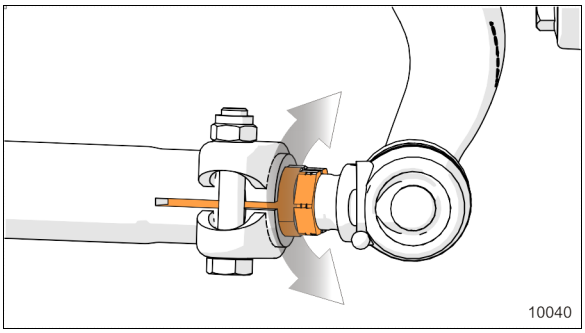

FIGURE 49: FINE ADJUSTER SLEEVE ON TIE ROD
b. Turn the adjuster sleeve (Figure 49) until the specified toe-in measurement is obtained.